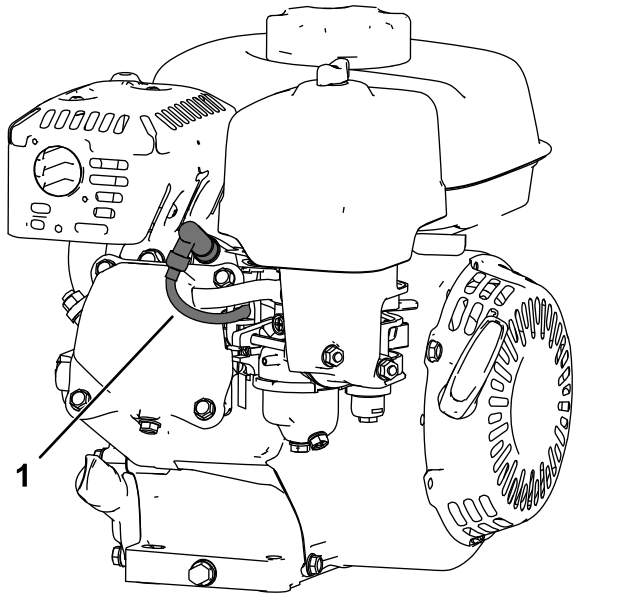

Figura 13
5. Scollegate il cappellotto dalla candela (Figura 13).